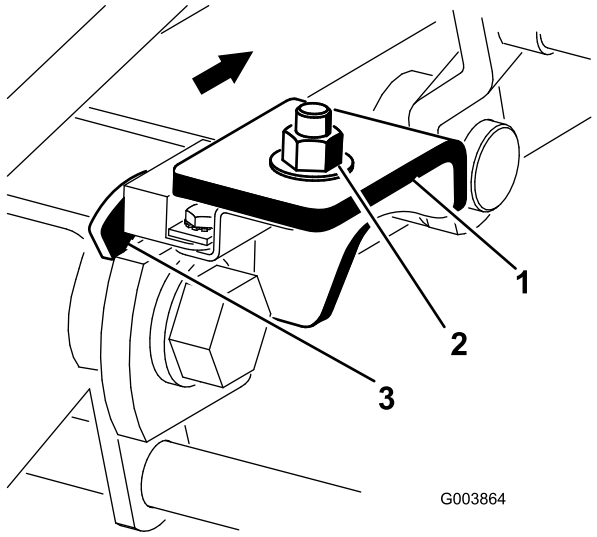

Figur 14
2. Løsne låseskruene og mutterene som fester hevearmsbryterbraketten til løftearmen nr. 4 (venstre foran) (Figur 14).